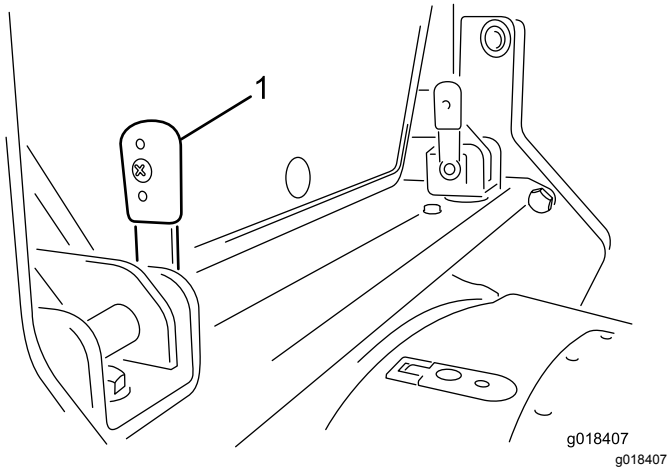

**Figura 20**
1. Retire os clips em R e rode as 2 alavancas de bloqueio, localizadas na travessa na parte traseira da cabina, de forma a que fiquem viradas para cima (Figura 20).
3. Com as alavancas na posição vertical (Figura 20), empurre-as através dos conjuntos de suportes.